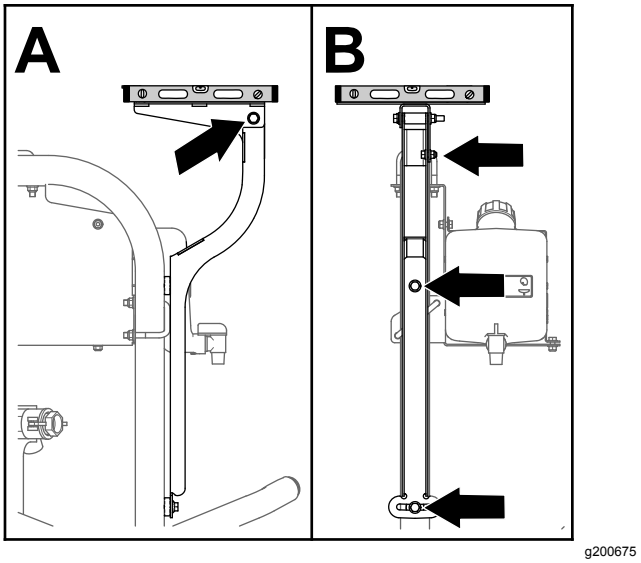

Figur 155
3. Sørg for at mottakerplaten er plan fra venstre til høyre (Figur 155).
5. Sørg for at mottakerplaten er plan fra foran til bak (Figur 155).